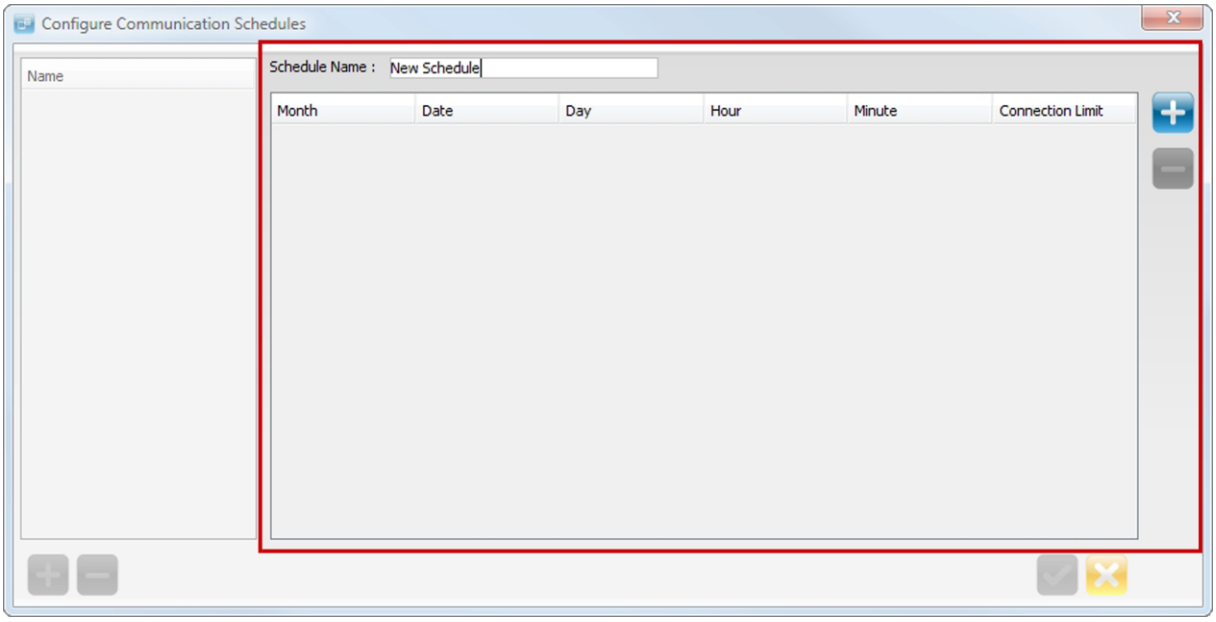

Figure 23 – Configure Communication Schedules Dialog
4. Click the button (as highlighted in Figure 23).